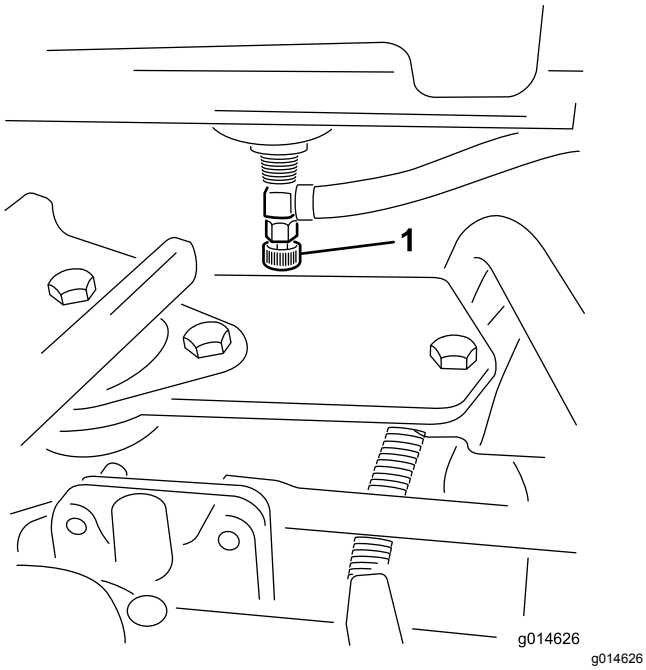

**Rysunek 35**
1. Zamknij zawór odcinający paliwo (Rysunek 35) znajdujący się pod zbiornikiem paliwa.